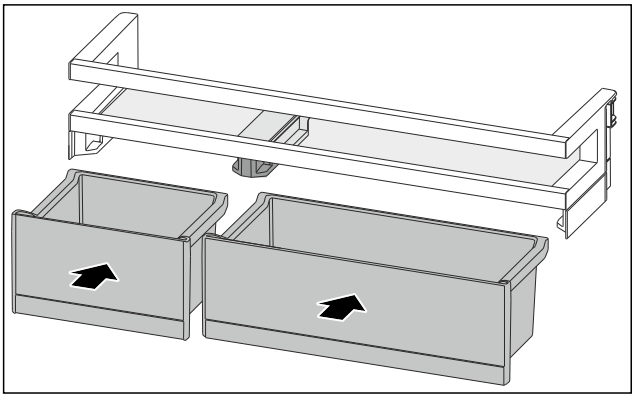

Fig. 163
▶ Installer les VarioBoxs dans l'agencement inverse. (voir Fig. 163)